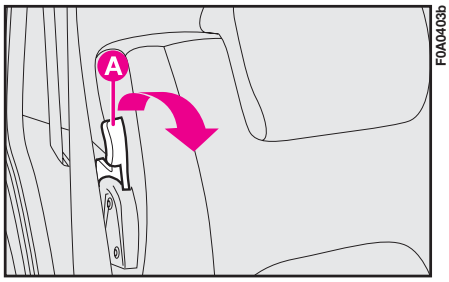

fig. 59b
– release lever **A-fig. 59b** and fold the seat forward onto the cushion;